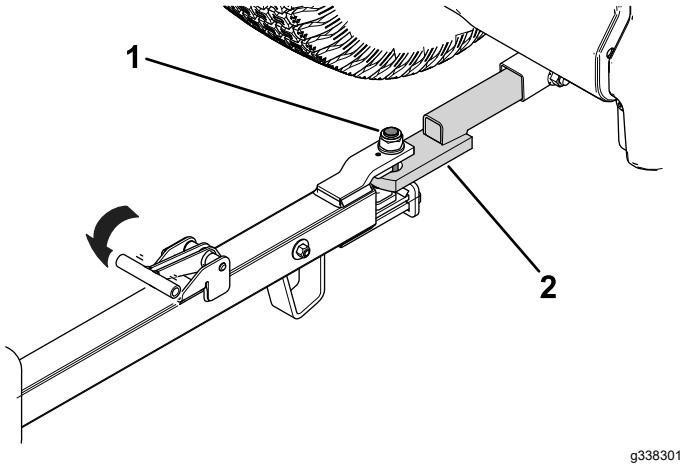

Figuur 27
2. Breng de pen van de koppelinrichting op een lijn met de trekhaak van het trekvoertuig (Figuur 27).
3. Laat de handgreep van de koppelinrichting los om de aanhangwagen vast te maken aan de trekhaak van het trekvoertuig (Figuur 27).